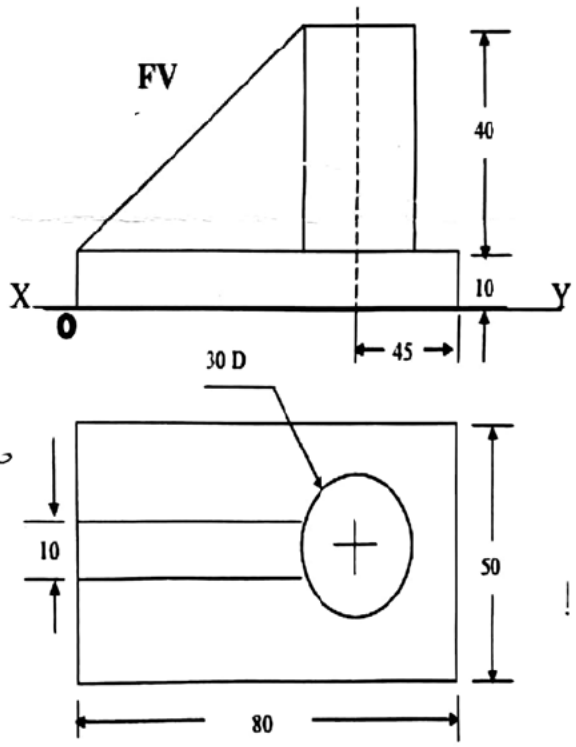

Figure 4
a. Draw isometric scale for a length of 20 cm. (5)
b. Figure 4 represents the front view (FV), and top view (TV) of the object. Draw the isometric view and give all dimensions. (10)